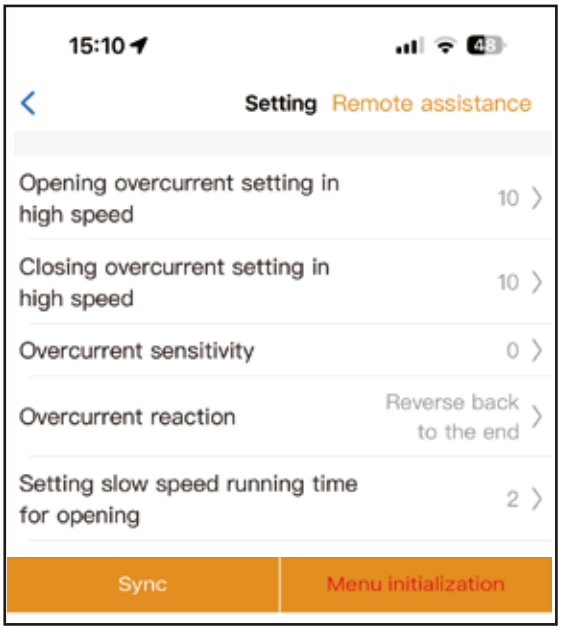

Abb. 12
Schritt 2. Stellen Sie die Parameter in der APP ein. (Abb. 12)